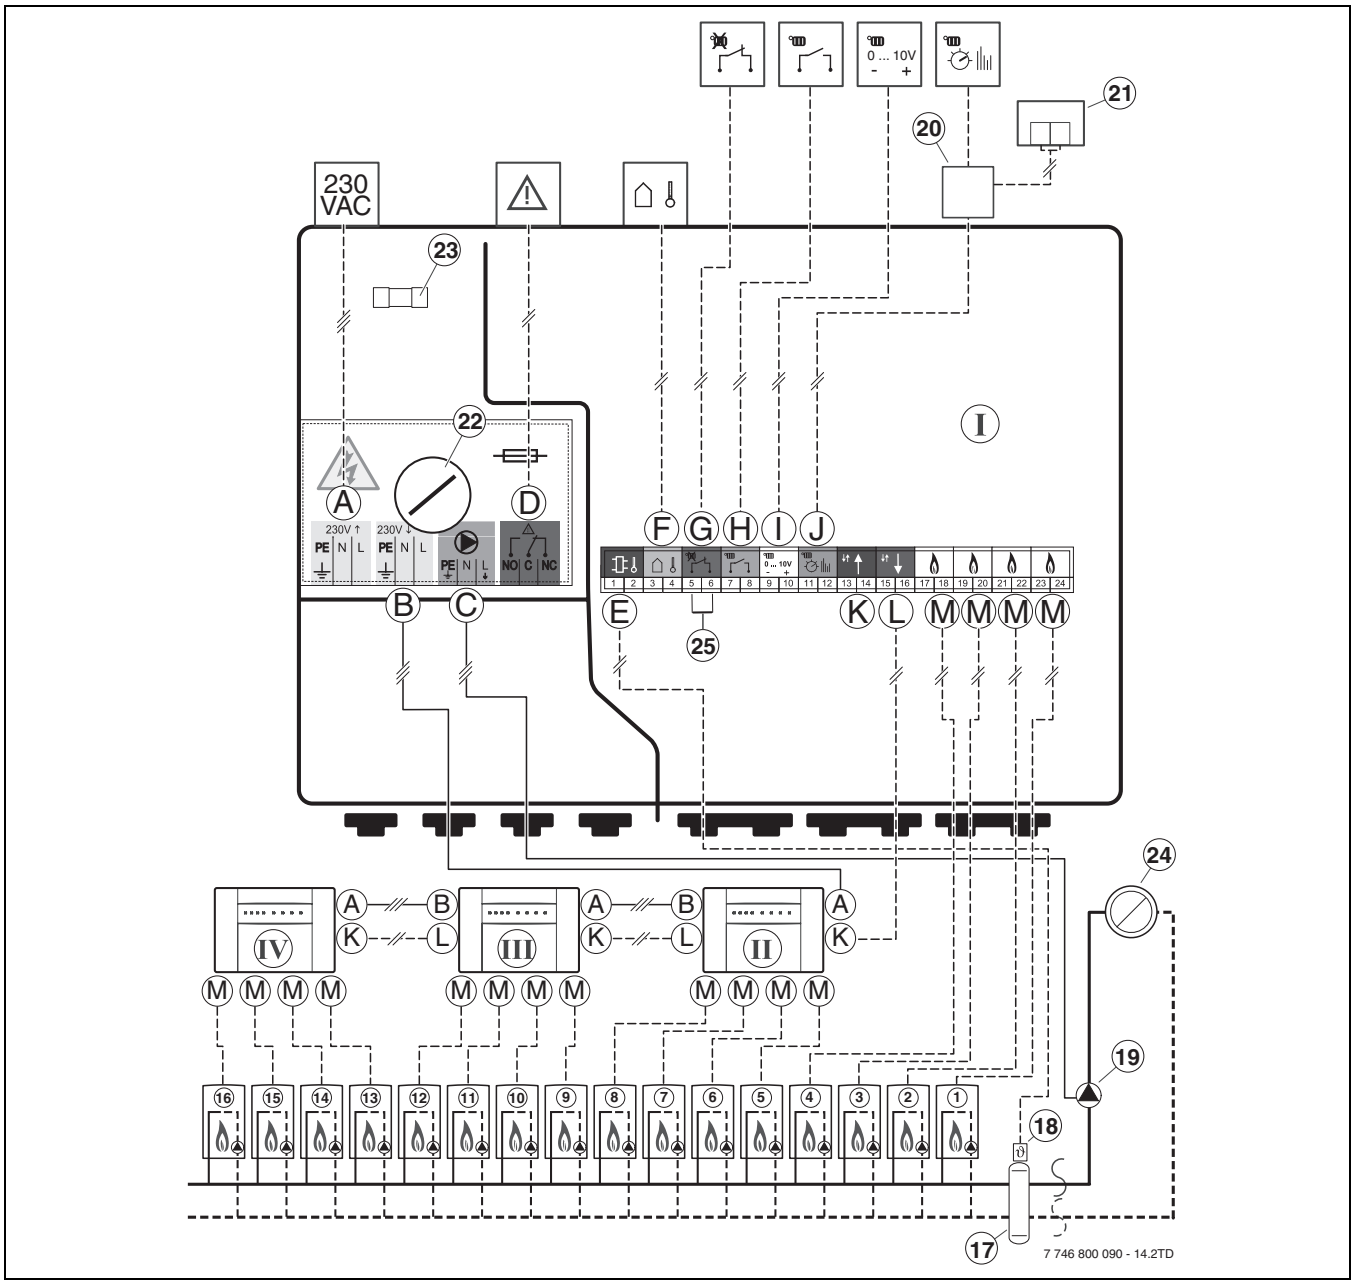

Fig. 5
1) en fig. 5, pág. 10
Los módulos ICM accionan las calderas según una demanda de calor calculada por un regulador de calefacción. Para la regulación de acuerdo con la demanda, los módulos ICM deben instalarse siempre junto con un regulador de calefacción (→ fig. 5, bornes H, I o J). Dependiendo del regulador de calefacción empleado, existen cuatro variantes de sistema posibles (→ tab. 5).
Desde un módulo ICM pueden controlarse un máximo de cuatro calderas. Acoplando un máximo de cuatro módulos ICM pueden conectarse juntos un máximo de 16 calderas formando una cascada (→ fig. 5). Un módulo ICM se encarga del control de la cascada (maestro ICM).
Otra ventaja de esta variante de sistema es la posibilidad de comunicación de los módulos de accionamiento del circuito de calefacción (IPM) con el módulo ICM a través del bus común paralelo a la conexión J del módulo ICM (→ fig. 5, pág. 10). De este modo se garantiza la adaptación perfecta de la cantidad de calor producido a la demanda de calor real de todos los circuitos de calefacción de la instalación. Con esta variante de sistema, la instalación de calefacción alcanza un confort óptimo con un ahorro de energía máximo.
Los demás módulos que pueda haber, como p. ej. los módulos IPM (→ pos. 21 de la fig. 5, pág. 10), deben conectarse al BUS del regulador de calefacción (paralelo a la conexión J del módulo ICM).
Para evitar problemas de contacto en los bornes del maestro ICM, se recomienda una caja de ramificación (→ pos. 20 de la fig. 5, pág. 10).
- Es imprescindible que establezca el cableado de acuerdo con el diagrama de conexión (→ fig. 5, en pág. 10).
(Diagrama de conexión → fig. 5, pág. 10):